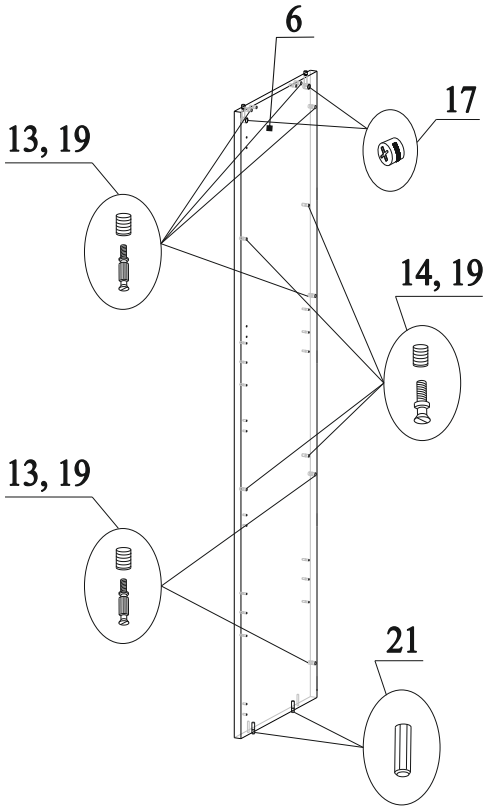

Рис.5
9. В отверстия на детали 6 вставить эксцентрики 17 стрелками к торцевым отверстиям (рис.5);
10. В отверстия с обоих сторон на детали 6 вбить муфты 19 и вкрутить в них дюбеля 13 (рис.5);
11. В отверстия с обоих сторон на детали 6 вбить муфты 19 и вкрутить в них дюбеля 14 (рис.5);
12. В нижний торец детали 6 вставить шканты 21 (рис.5);